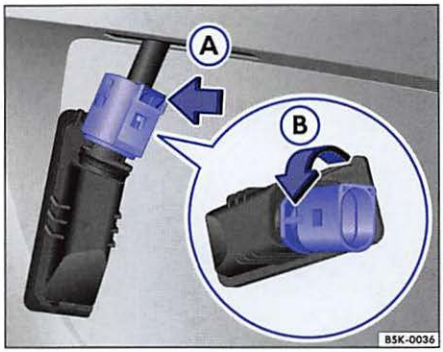

Fig. 177 License plate light: removing the bulb holder.
4.	Press the locking mechanism on the connector in the direction indicated by the arrow ⇒ fig. 177 Ⓐ and disconnect the connector.
5.	Turn the bulb holder in the direction indicated by the arrow ⇒ fig. 177 Ⓑ.
7.	Insert the bulb holder in the license plate light and turn it counterclockwise in the direction indicated by the arrow ⇒ fig. 177 Ⓑ until it stops.